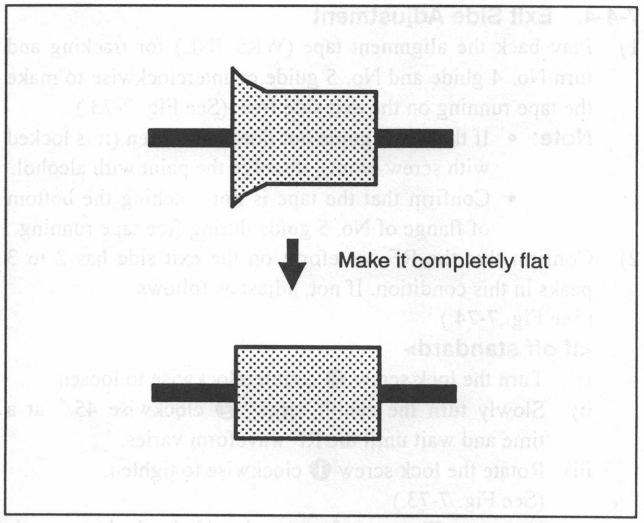

Fig. 7-72.
7) Flatten the waveform with No. 3 guide. (See Fig. 7-72.)